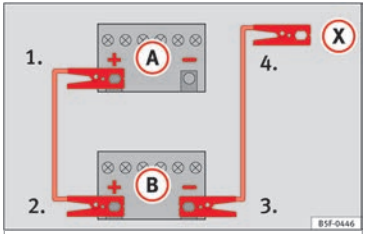

Fig. 163 Diagram of connections for vehicles without Start-Stop system.
2. Connect one end of the *red* jump lead to the positive (+) terminal of the vehicle with the flat battery (A) ››› **Fig. 163**.
3. Connect the other end of the *red* jump lead to the positive terminal (+) in the vehicle providing assistance (B).
4. **For vehicles without Start-Stop system:** connect one end of the *black* jump lead to the negative terminal (–) in the vehicle providing assistance (B) ››› **Fig. 163**.